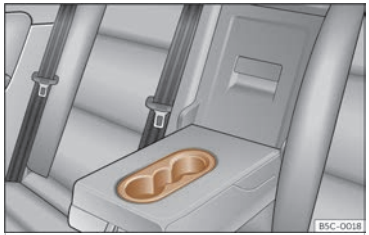

**Fig. 155** In the rear central armrest: drink holder.
*Use:* Lower the central armrest ››› **Fig. 155**.